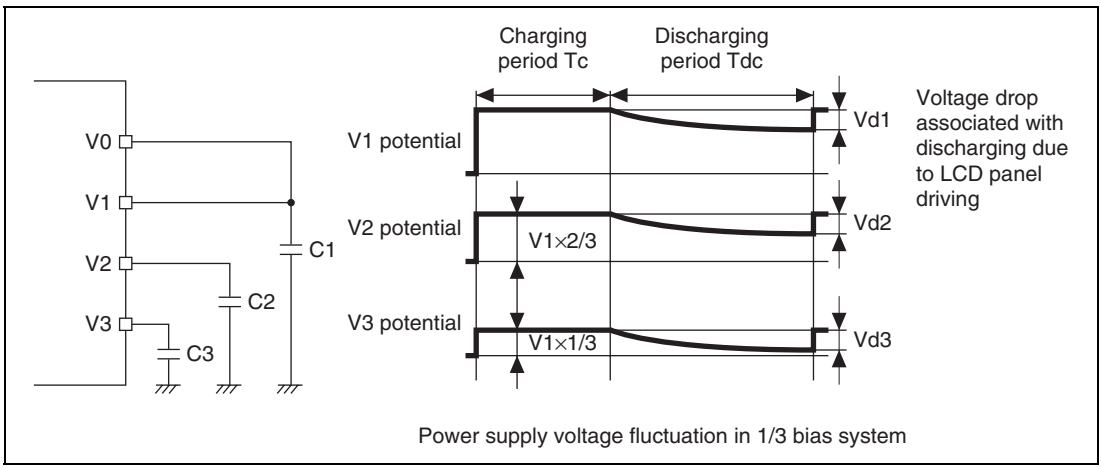

**Figure 13.10 Example of Low-Power-Consumption LCD Drive Operation**
a. Capacitors are connected as external circuits to LCD power supply pins V1, V2, and V3, as shown in figure 13.10.
b. The capacitors connected to V1, V2, and V3 are repeatedly charged and discharged in the cycle shown in figure 13.10, maintaining the potentials.
a. During charging period Tc in the figure, the potential is divided among pins V1, V2, and V3 by the built-in split-resistance (the potential of V2 being 2/3 that of V1, and that of V3 being 1/3 that of V1), as shown in figure 13.10, and external capacitors C1, C2, and C3 are charged. The LCD panel is continues to be driven during this time.
d. In this way, the capacitors connected to V1, V2, and V3 are repeatedly charged and discharged in the cycle shown in figure 13.10, maintaining the potentials and continuously driving the LCD panel.